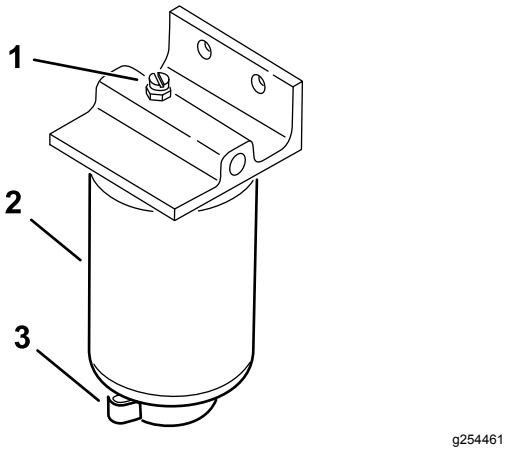

Figur 39
4. Öppna filtrets avtappningsplugg och ventilationsventilen (Figur 39).